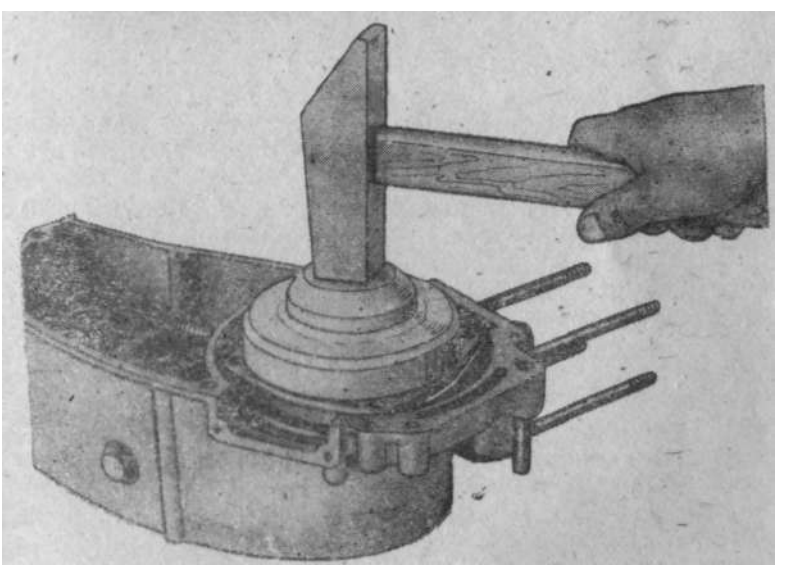

Рис. 107. Запрессовка крышки кривошипной камеры.
4. Надеть на левую полуось левого коленчатого вала конусную втулку, предохраняющую рабочие кромки сальника от повреждения, и установить левый коленчатый вал. При помощи толкателя и молотка запрессовать крышку кривошипной , камеры (рис. 107). Закрепить ее винтами и закернить их, затяжку винтов производить с усилием.